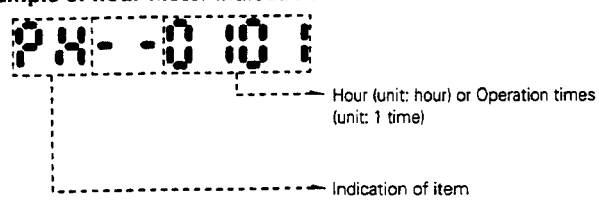
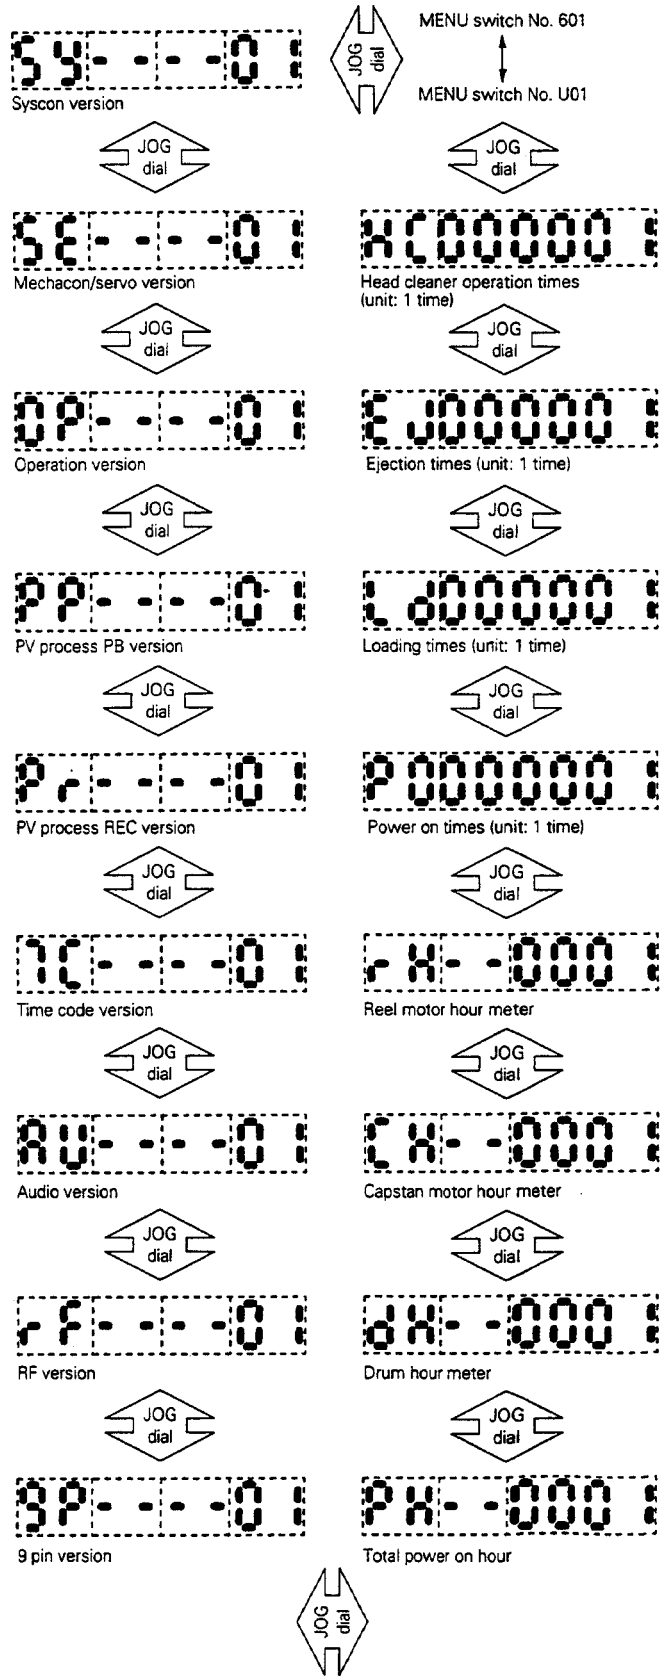

Fig. 1-6-1 Indication of hour meter and ROM version (1)
Fig. 1-6-2 Indication of hour meter and ROM version (2)
3. As the JOG dial is turned, item shown on the display changes as shown in Fig. 1-6-2. Detail of indications is shown in Fig. 1-6-1.